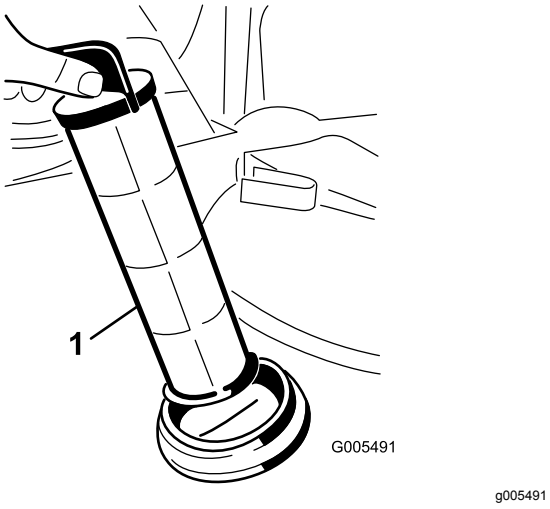

Figur 67
4. Dra ut sugfiltret ur filterkåpan i tanken (Figur 67).